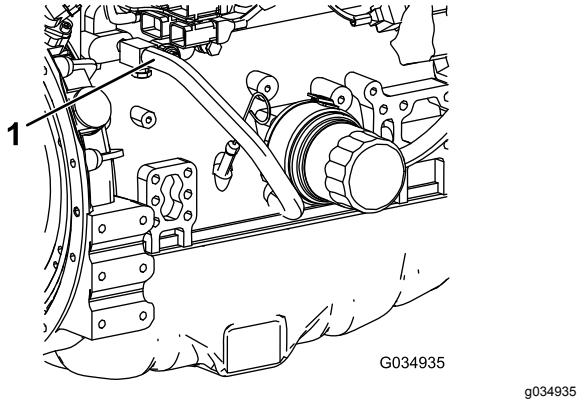

Figur 113
7. Ta bort kylvätskeslangen från motoroljekylaren (Figur 113).